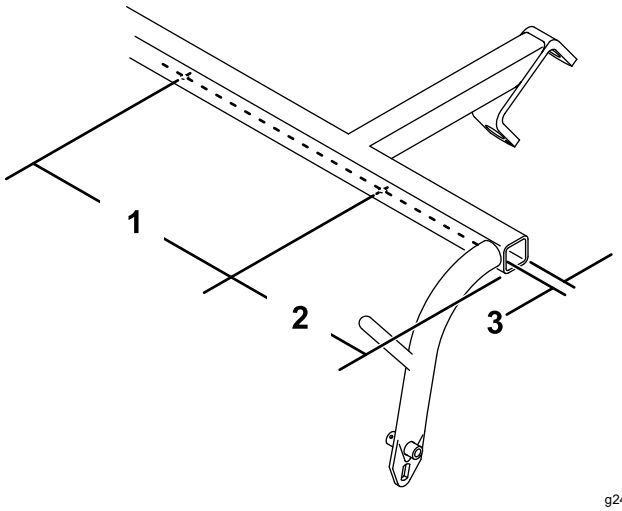

图 2
4. 如果牵引架的下侧没有 2 个孔使用 5.6mm 钻头在如图 2 所示的位置钻孔。